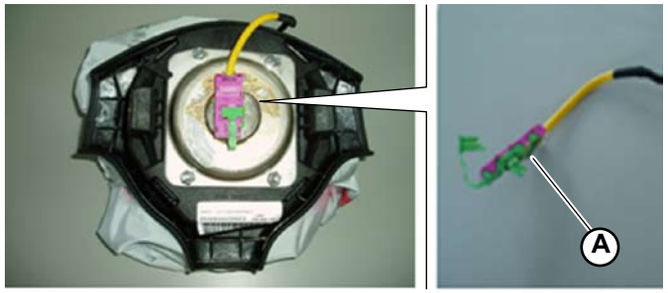

Fig.1
1. Take off the squib connector (**A-Fig.1**).